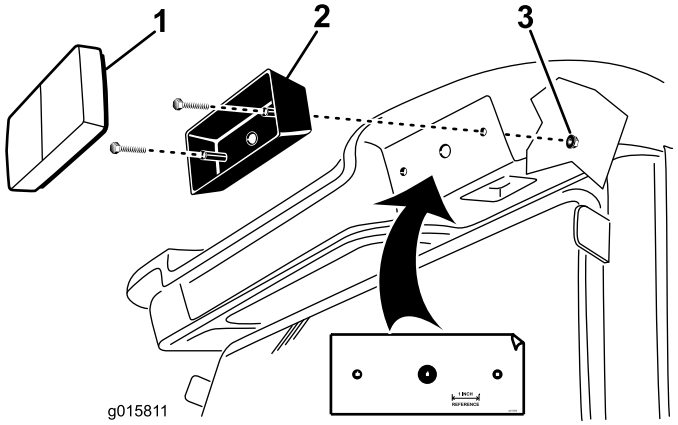

Figure 10
2. À l'arrière de la garniture de pavillon, utilisez le gabarit (Figure 10) pour localiser et repérer les (3) trous de fixation de chaque feu de détresse (Figure 10).
6. Montez un feu de détresse à chaque emplacement sur la garniture de pavillon au moyen de (2) vis 10 x 1" et écrous à embase 10" (Figure 10).